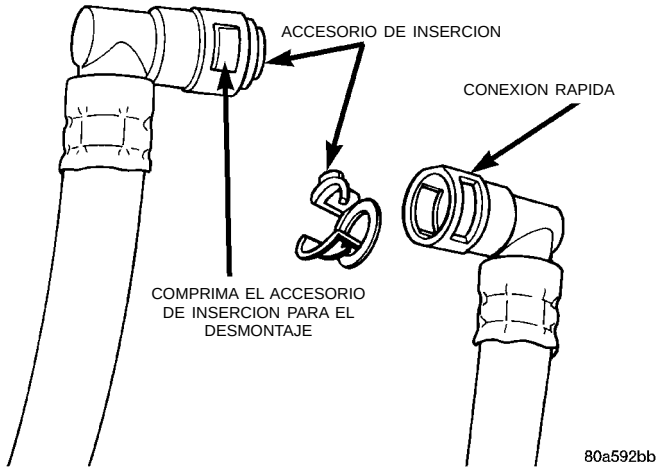

Fig. 36 Conexión rápida de la manguera del calefactor
(1) Vacíe el sistema de refrigeración del motor. Consulte el Grupo 7, Sistema de refrigeración.
(2) Retire la abrazadera del extremo de la manguera que se desmonta.
(3) Vehículos con volante a la derecha: las mangueras del calefactor tienen conexiones rápidas en el núcleo del calefactor (Fig. 36). La conexión consiste en dos piezas: una conexión rápida y un accesorio de inserción. La conexión rápida se desmonta comprimiendo el accesorio de inserción con alicates y tirando de la conexión rápida para liberarla del accesorio de inserción/racor. Oprima cuidadosamente el accesorio de inserción tirando de la conexión rápida para extraerla del racor del conector. El accesorio de inserción permanecerá en el racor del conector cuando se retire la conexión rápida.
(4) Retire la abrazadera de la manguera del calefactor de la manguera del lado del bloque y retire la manguera.